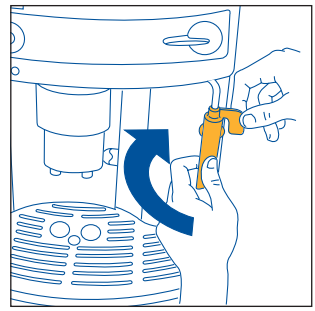

Fig.25
- Tournez le bouton jusqu'au bout dans le sens des aiguilles d'une montre, puis tenez d'une main la poignée du tube de la buse à cappuccino et, de l'autre, dévissez la buse en la tournant dans le sens des aiguilles d'une montre, puis retirez-la par le bas (fig. 25).